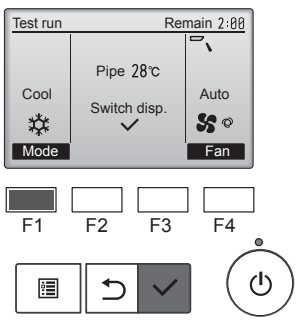

Fig. 7-3
① Premere il pulsante [F1] per cambiare il modo operativo. (Fig. 7-3)